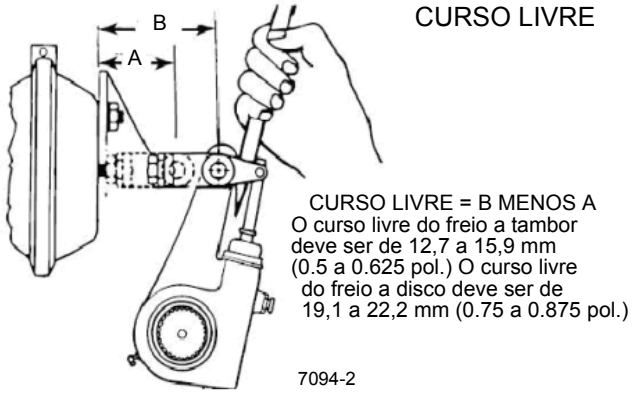

FIGURA 8-25
5. Com os freios de serviço liberados, meça a distância do pino de segurança do ajustador de folga até a face de montagem da câmara de cada freio. Consulte a Dimensão "A" (Figura 8-25).
6. Iniciando com uma pressão do tanque de ar dos sistemas primário e secundário de 6,21 a 6,89 bar (90 a 100 psi), aplique totalmente os freios de serviço e mantenha-os aplicados. Não bombeie os freios. Meça a distância entre os mesmos pontos como feito na etapa 5 em cada freio. Essa é a Dimensão "B" (Figura 8-25).
7. Subtraia a Dimensão “A” da Dimensão “B” para cada posição do freio (Figura 8-25). Este valor não pode ser maior que 5 cm (2 pol.) nos freios dianteiros ou que 6,3 cm (2.5 pol.) nos freios traseiros.